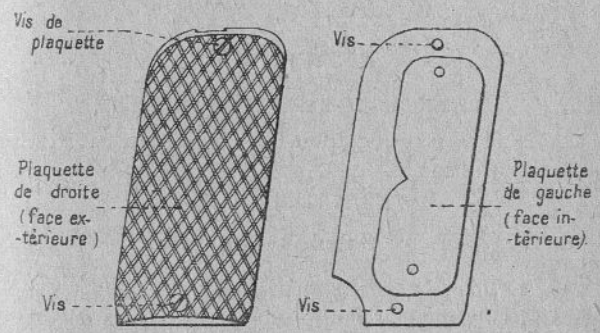

Fig. 19. — Plaquettes.
38. *Plaquettes de droite* et *de gauche* (fig. 19); *vis de plaquettes.*